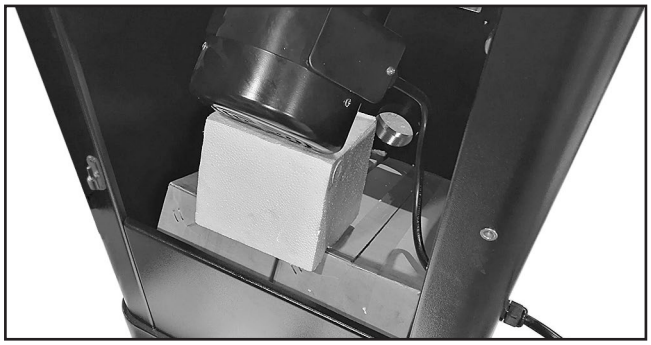

Figure 17. Foam shipping block location.
4. Raise motor with blade height handwheel and remove foam shipping block (see **Figure 17**). Save block for later machine transport (if necessary).